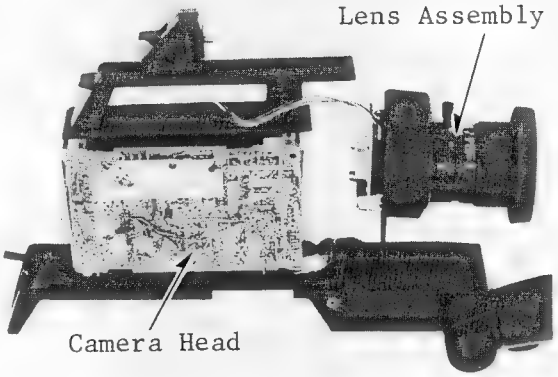

Fig. 19
4-6. Unscrew 6 screws (A) and remove the lens assembly (see Fig. 19).